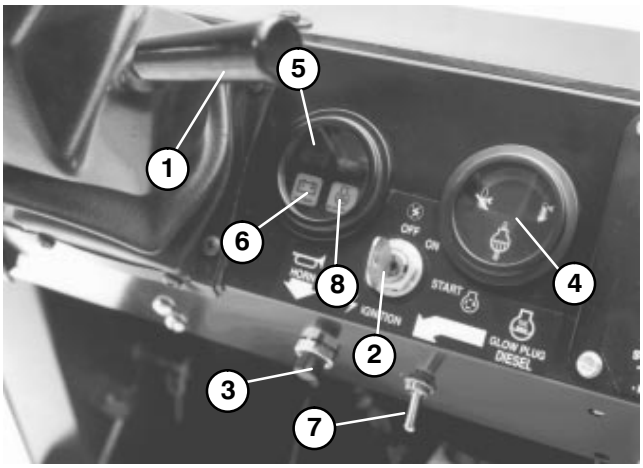

**Figure 18**
**Tilt Steering Lever** (Fig. 18) – Lever on right side of console allows steering wheel to be adjusted for operator comfort.
**Coolant Temperature Gauge** (Fig. 18) – Registers coolant temperature in engine. Operates only when ignition switch is in On position.
**Horn Button** (Fig. 18) – Pressing button activates horn.
**Engine Low Oil Pressure Light** (Fig. 18) – The light glows and the engine will shut down if the oil pressure drops below safe levels. Turn the key off and check the oil level. If the oil level was low, but adding oil does not cause the light to go out within 4 seconds, do not operate the vehicle and contact your local Toro distributor for assistance.
**Glow Plug Switch and Indicator** (Fig. 18) — Use to preheat engine cylinders prior to cold engine starting procedures — cylinders are preheated automatically during warm engine start operation. For cold starting, push switch lever upward and hold while watching indicator. Indicator will glow orange when the glow plugs are activated. Length of time necessary to preheat cylinders should be determined by atmospheric temperature; refer to Starting /Stopping Engine.
**Ignition Switch** (Fig. 18) –The ignition switch, used to start and stop the engine, has three positions: OFF, ON / Preheat and START. Rotate key clockwise — START position — to engage starter motor. Release key when engine starts. The key will move automatically to the ON position. To shut engine off, rotate key counterclockwise to OFF position.
**Charge Indicator** (Fig. 18) – Illuminates when battery is being discharged. If light illuminates during operation, stop vehicle, turn Off engine and check for possible causes, such as alternator belt.
**4** When temperature is below 15°C (60°F), push glow plug switch upward to ON position (Fig. 18) and hold for suggested interval.